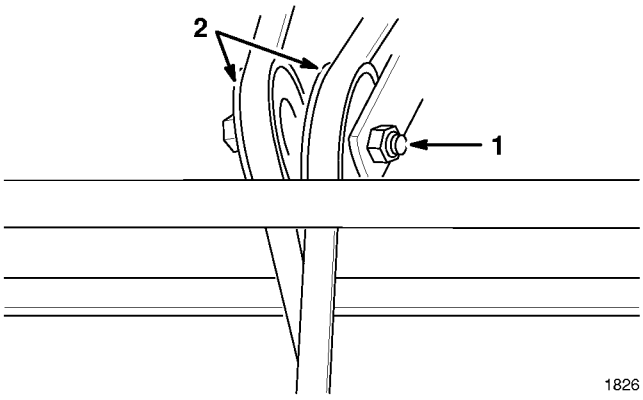

Figure 25
2. Loosen nut and slide pulley until belt is at proper tension (Fig. 25).
4. Cut old belt and remove. Loosen belt tightener pulleys (Fig. 25).